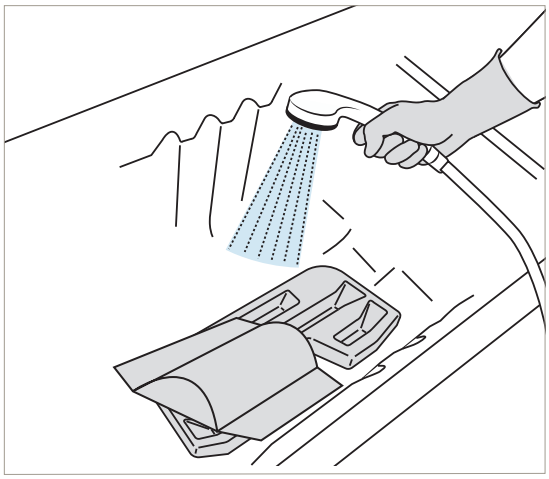

Abbildung 67
6. Spülen Sie das Zubehör am Boden der Classic Line 2 Badewanne mit Wasser ab, um sichtbare Rückstände zu entfernen. Zubehör auch von der anderen Seite abspülen. Siehe Abbildung 67.